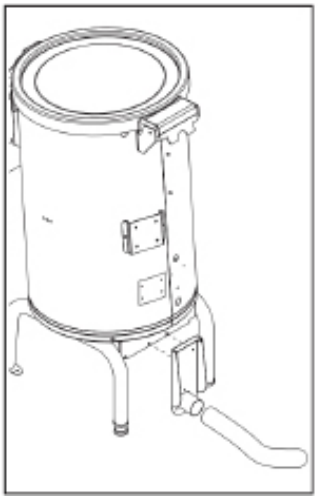

Abb. 15.
- Befestigen Sie die hintere Auslassrohrhalterung an der Maschine (Bild 15).